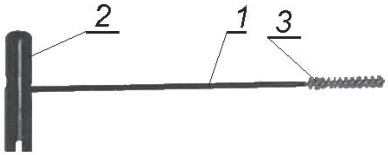

Rys. 93. Przybory karabinka przygotowane do czyszczenia lufy
3) przejrzeć przybory z przybornika, przygotować wycior i inne przybory *(rys. 93)*;